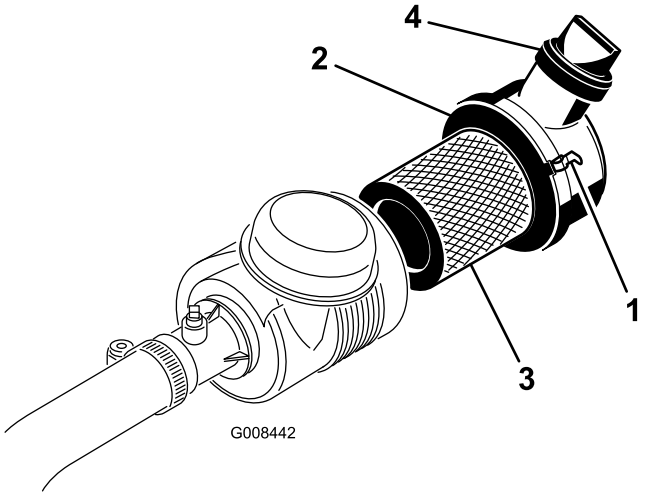

**Figur 38**
1. Utløs låsene som fester luftrenserdekselet til luftrenserhuset (Figur 38).
6. Sett dekslet på igjen, og fest låsene (Figur 38).